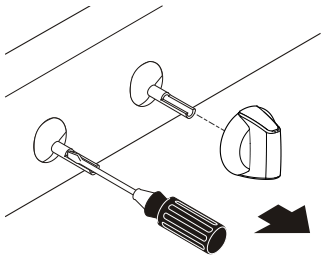
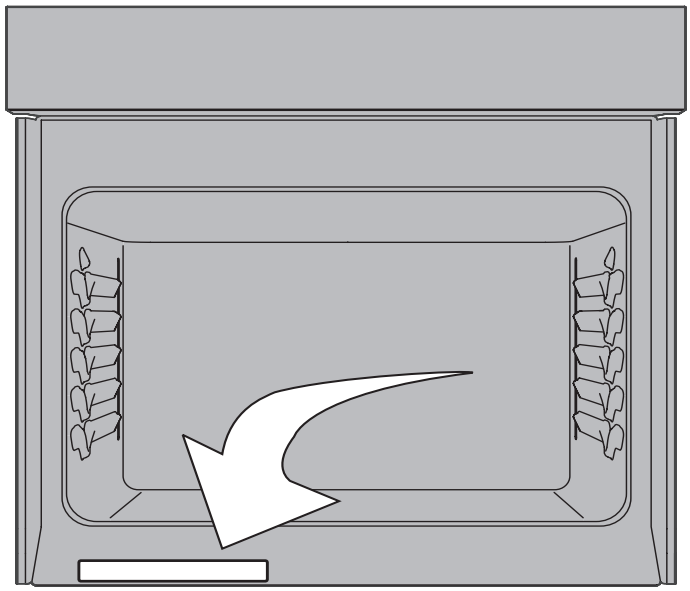

Fig. 17
Fig. 19
e. Introduzca un destornillador delgado en la varilla hueca de la válvula y ajústelo sobre el tornillo que se encuentra adentro. El tamaño de la llama se puede aumentar o reducir girando el tornillo. Gire el tornillo a la izquierda para aumentar el tamaño de la llama (vea las Fig. 17 y Fig. 19).